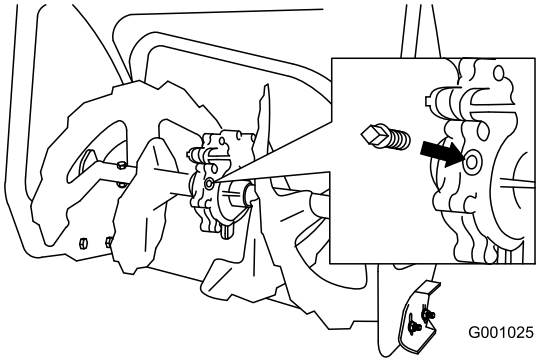

Rysunek 41
2. Wyczyść obszar wokół zatyczki (Rysunek 41).